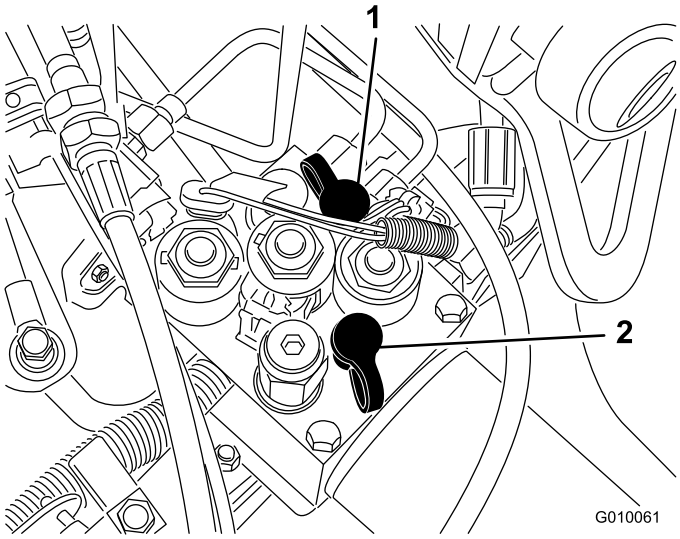

Figuur 61
- Testpoort G 2 (Figuur 61) wordt gebruikt om problemen met het laadcircuit van de tractie te verhelpen.
- Testpoort G 1 (Figuur 61) wordt gebruikt om problemen met de druk in het hefcircuit te verhelpen.